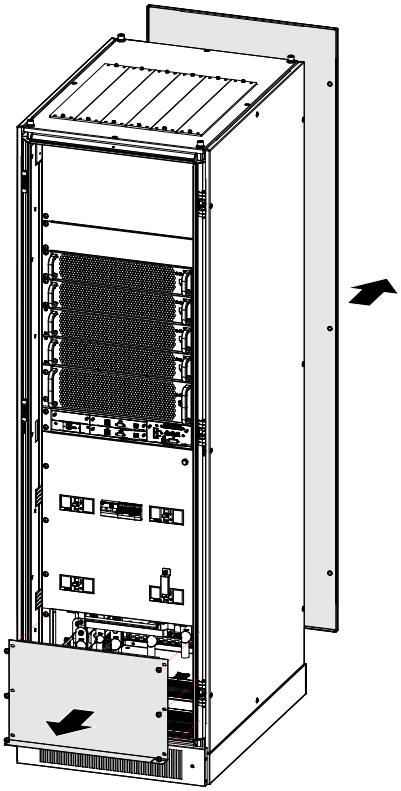

Рис. 3.14 Снятие защитных панели с передней и задней сторон ИБП
Step 1 Снимите защитные панели с передней и задней сторон ИБП как показано на Рис. 3.14.